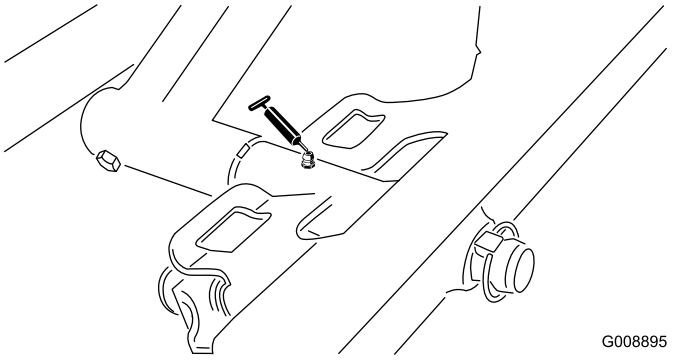

Rysunek 51
- Oś przedniego zespołu tnącego (Rysunek 51)